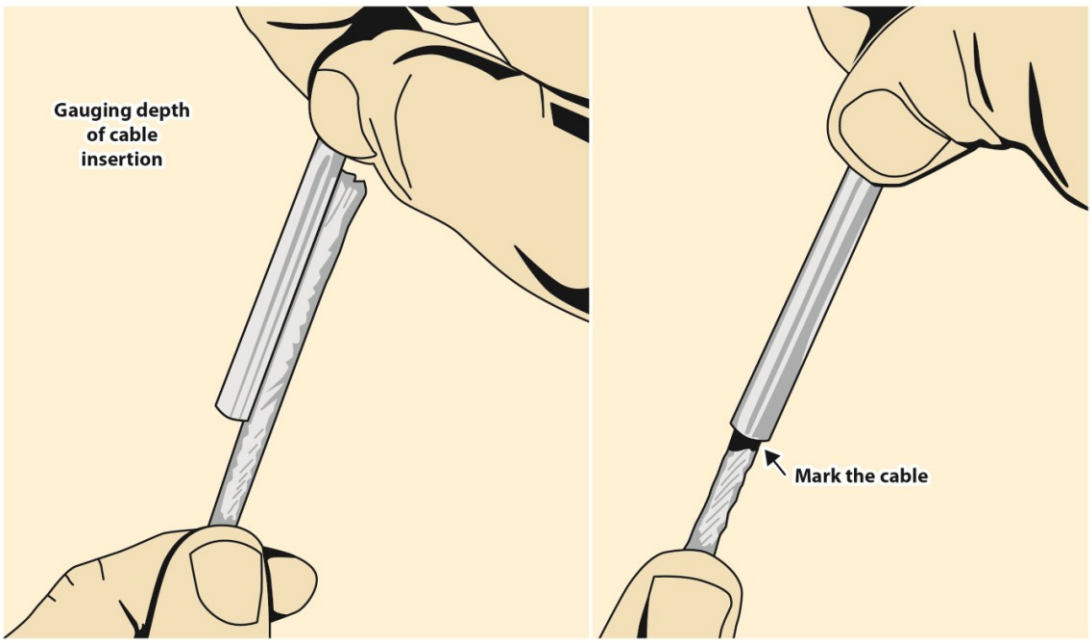

Fig 7
b) Using a black marker, mark the cable to provide a visual reference that the cable remains fully seated down inside the fitting and does not slip out (Fig. 7).